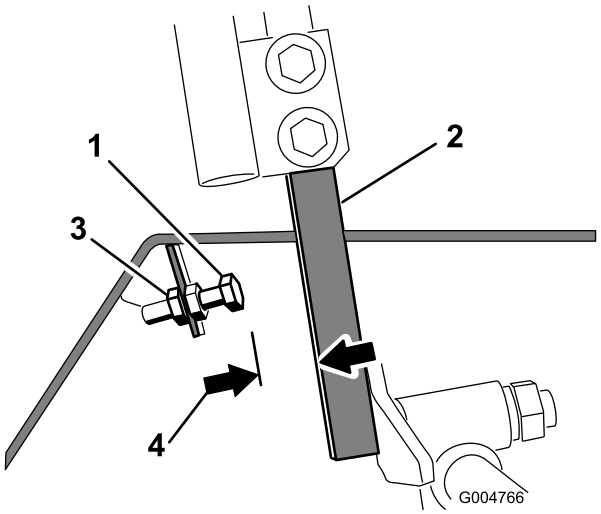

Figuur 57
4. Draai de contramoer op de aanslagbout voor een rijhendel los (Figuur 57).